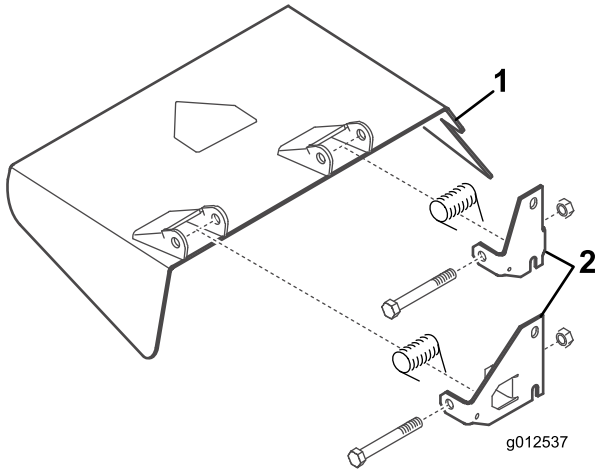

Bild 8
4. Befestigen Sie die neuen Schwenkhalterungen mit den vorher entfernten Schrauben, Sicherungsmuttern und Federn an den Halterungen des Ablenkblechs (Bild 8). Ziehen Sie die Muttern nicht zu fest an, da sich die Halterungen drehen müssen. Bewahren Sie diese Teile für den Einsatz des Seitenauswurfs auf.